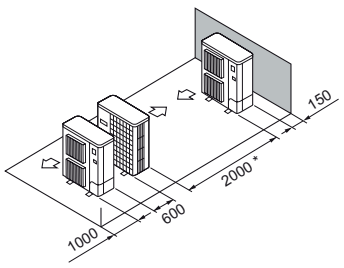

Rys. 2-12
⑤ Rozmieszczenie równoległe pojedynczych jednostek (Rys. 2-12)